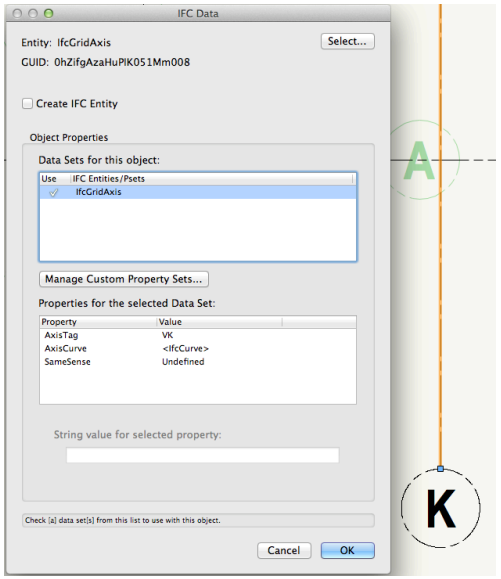

Figure 16 – String Value for IFC Grid Axis.
3. Choose AxisTag, enter the prefix "V" and the letter of the grid in the field for "String Value for Selected Property" (Figure 16). Click OK.